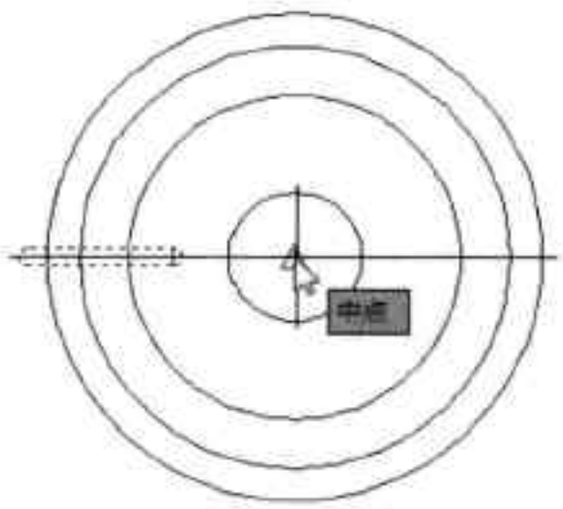

图6-82 旋转设置
Step09 执行“旋转”命令，选择刚绘制的圆角矩形，然后指定圆心点为旋转基点，并在命令行中输入“C”，如图 6-82 所示。